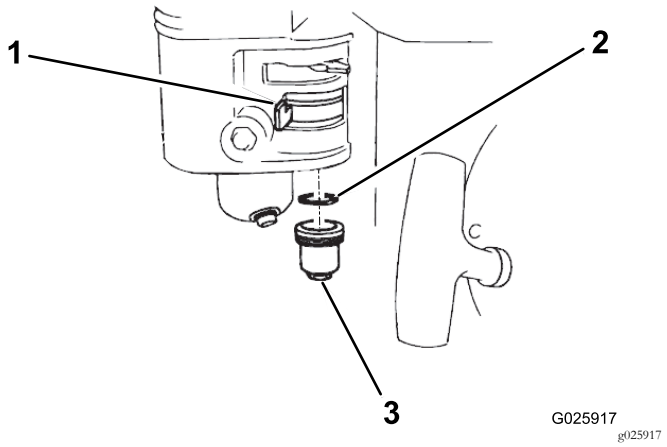

Rysunek 35
1. Ustaw zawór paliwowy w pozycji OFF, następnie zdemontuj miskę osadową paliwa i pierścień uszczelniający typu O (Rysunek 35).